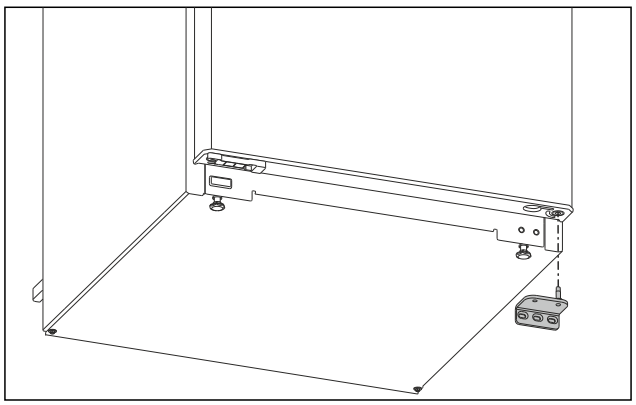

Fig. 5
- ▶ Detașați suportul de lagăr în jos. (vezi Fig. 5)